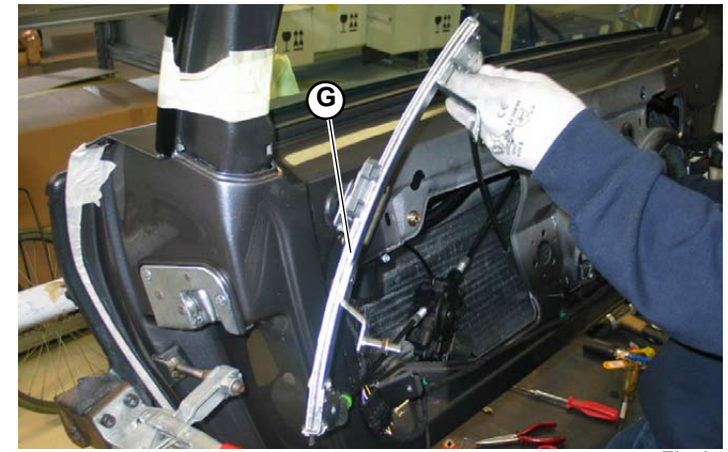

Fig.15
6. Remove the power window assembly through the large housing in the door (**G-Fig.15**).